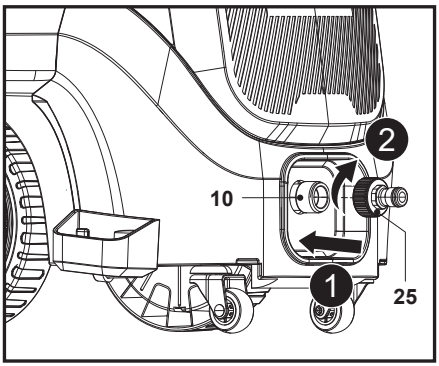

Fig. 9
Aliniază și înșurubează adaptorul (25) pe racordul de admisie a apei (10) în partea din față a aparatului (fig. 9, pașii 1, 2).